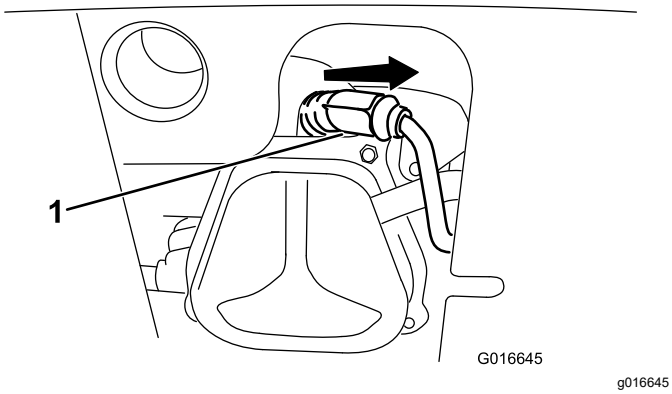

Rysunek 32
1. Zdejmij osłonę (Rysunek 32).